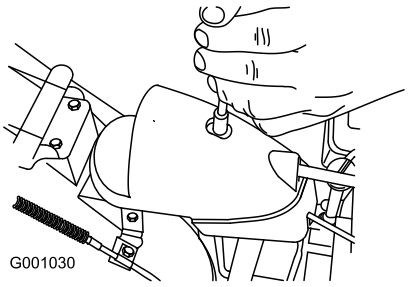

Figur 47
1. Ta bort fästanordningen på kåpan över kugghjulet (Figur 47), lyft upp kåpans främre del och skjut kåpan bakåt så att den inte är i vägen.